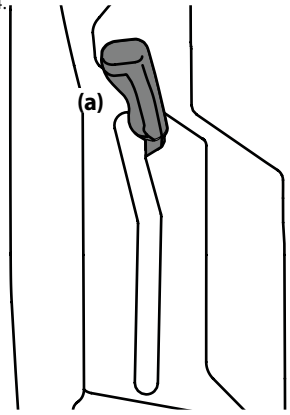

Figura 3-14
2. Empuje la palanca de la PTO (a) hacia adelante y hacia la hasta la posición de bloqueo derecha, hasta la posición activada (ON). Consulte la Figura 3-14.